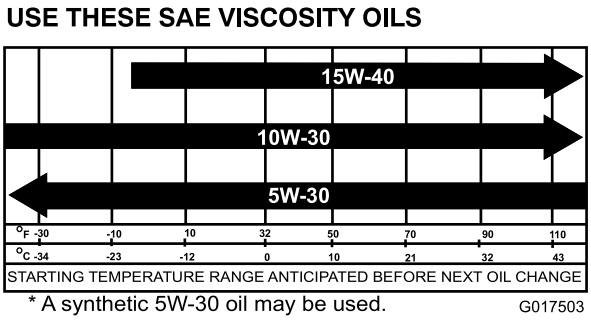

Rysunek 35
5. Wlej określony olej do skrzyni korbowej; patrz rozdział Rysunek 35.